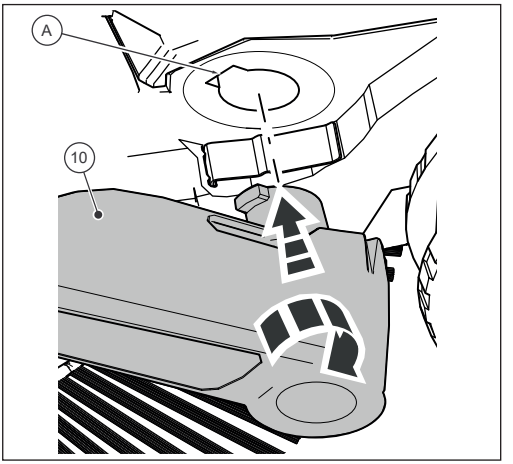

Abb. 10: Montage van de handgreepbevestigingen
2. Plaats een van de twee handgreepgarnituren met de grendelnok op het handgreepbeslag (10) in de daarvoor bestemde groef op het frame (A), zodat deze kan vastklikken (afb. 10).